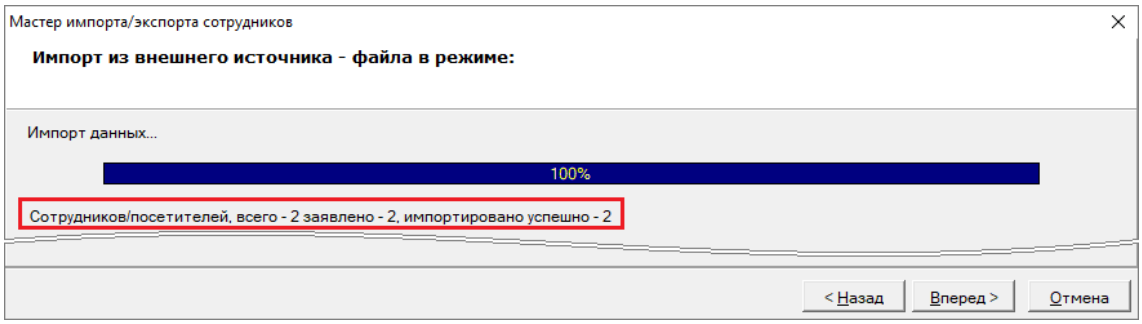

Рисунок 15-54 Информация об итогах операции импорта
4) В шаге «Импорт данных выбранных объектов» (см. п. 15.4.4) дождаться завершения операции импорта и убедиться в успешном импорте выделенного количества сотрудников в строке информации об итогах операции импорта (см. Рисунок 15-54);